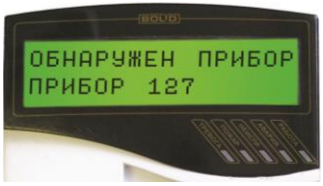

Рисунок 15
5.2.4 В течение 1 мин после включения питания пульт должен показать сообщение об обнаружении устройства с сетевым адресом, соответствующим текущему адресу блока (заводской адрес блока – 127). На рис. 15 представлен индикатор пульта «С2000М» с соответствующим сообщением.